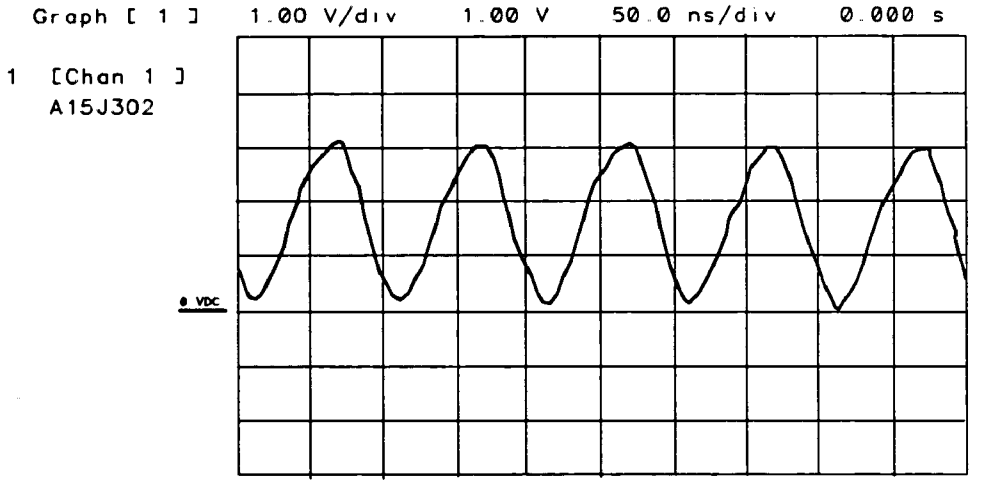

Figure 12-6. 10 MHz TTL Reference at U301 Pin 9
10. Check for a 10 MHz TTL signal at ~~U301~~ U303 pin ~~9~~ 5 using an oscilloscope. (See Figure 12-6).